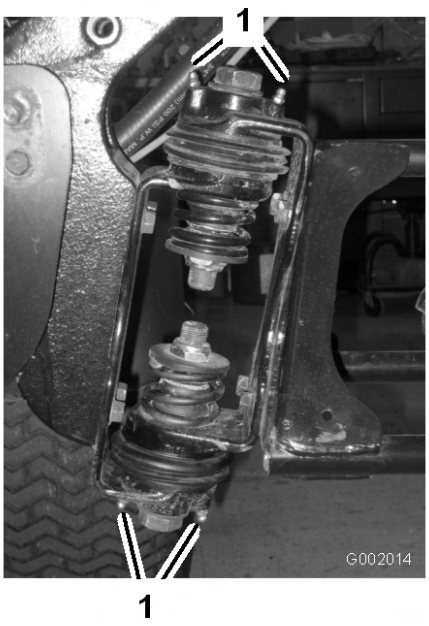

Figur 34
2. Pumpa in fett i lagret eller bussningen vid varje nippel Figur 34.